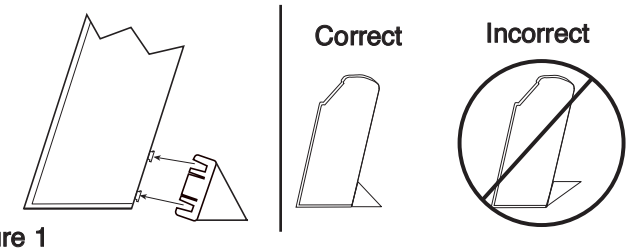

Figure 1
2. Sortez les extensions de pieds de support en plastique de leur emballage. Alignez les fentes et glissez les pieds dans les panneaux d'extrémité comme montré (Voir la Figure 1).